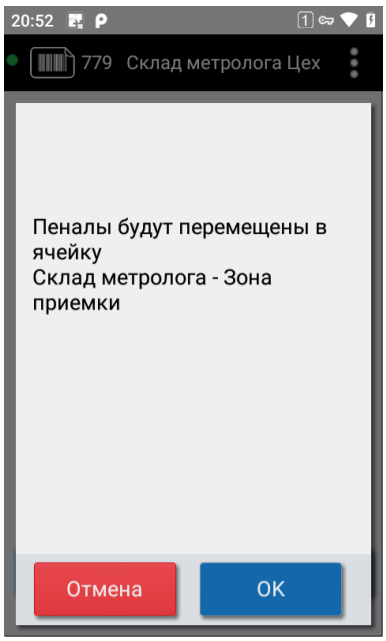

Рисунок 47. Размещение пеналов у получателя
4. ТСД покажет, в какую ячейку будут перемещены пеналы (зона приёмки склада получателя, см. Рисунок 47). Нажмите «ОК» – документ исчезнет из списка.